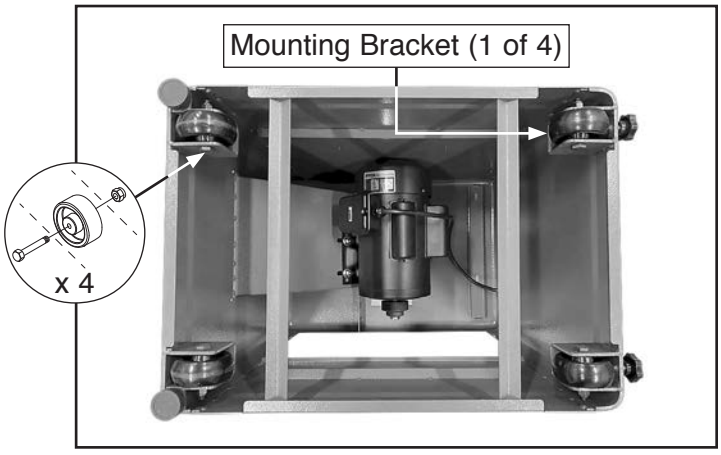

Figure 2. Wheels installed on stand mounting brackets.
3. Install (4) wheels to stand mounting brackets using (4) ⅜"-16 x 1 3/16", 2½"L wheel axles and (4) ⅜"-16 lock nuts (see **Figure 2**).